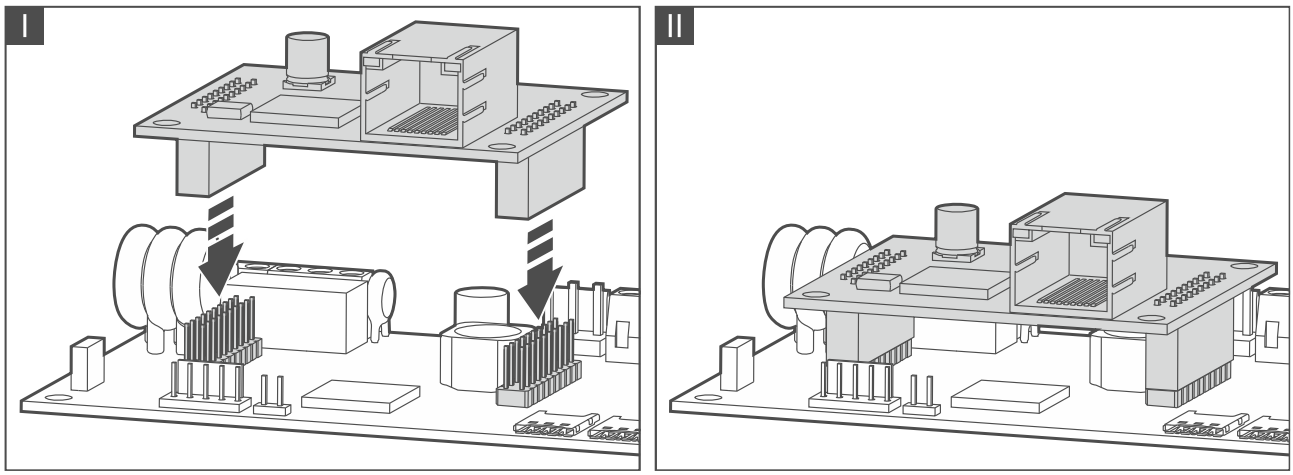

Rys. 19. Mocowanie modułu GSM-X-ETH na płytce elektroniki modułu GSM-X LTE.
3. Zamocuj moduł GSM-X-ETH w złączach na płytce elektroniki modułu GSM-X LTE (rys. 19).